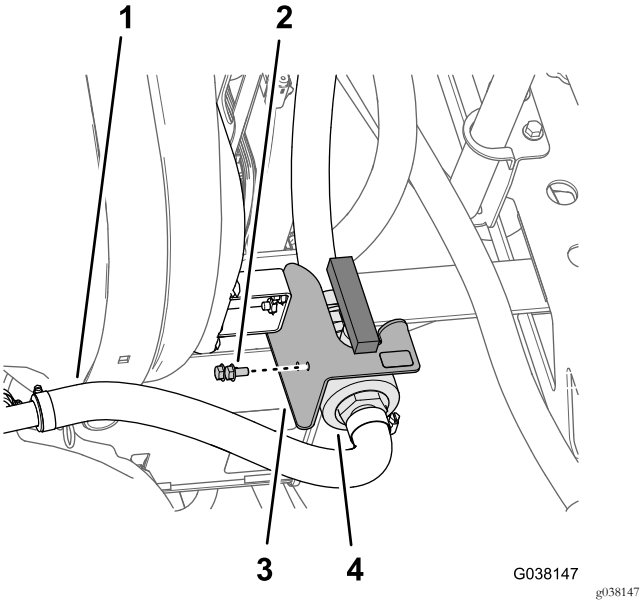

Figura 21
1. Retire os 2 parafusos de cabeça flangeada (5/16 x ⅝ pol.) que prendem a válvula da aceleração da agitação ao suporte da válvula da aceleração (Figura 21).